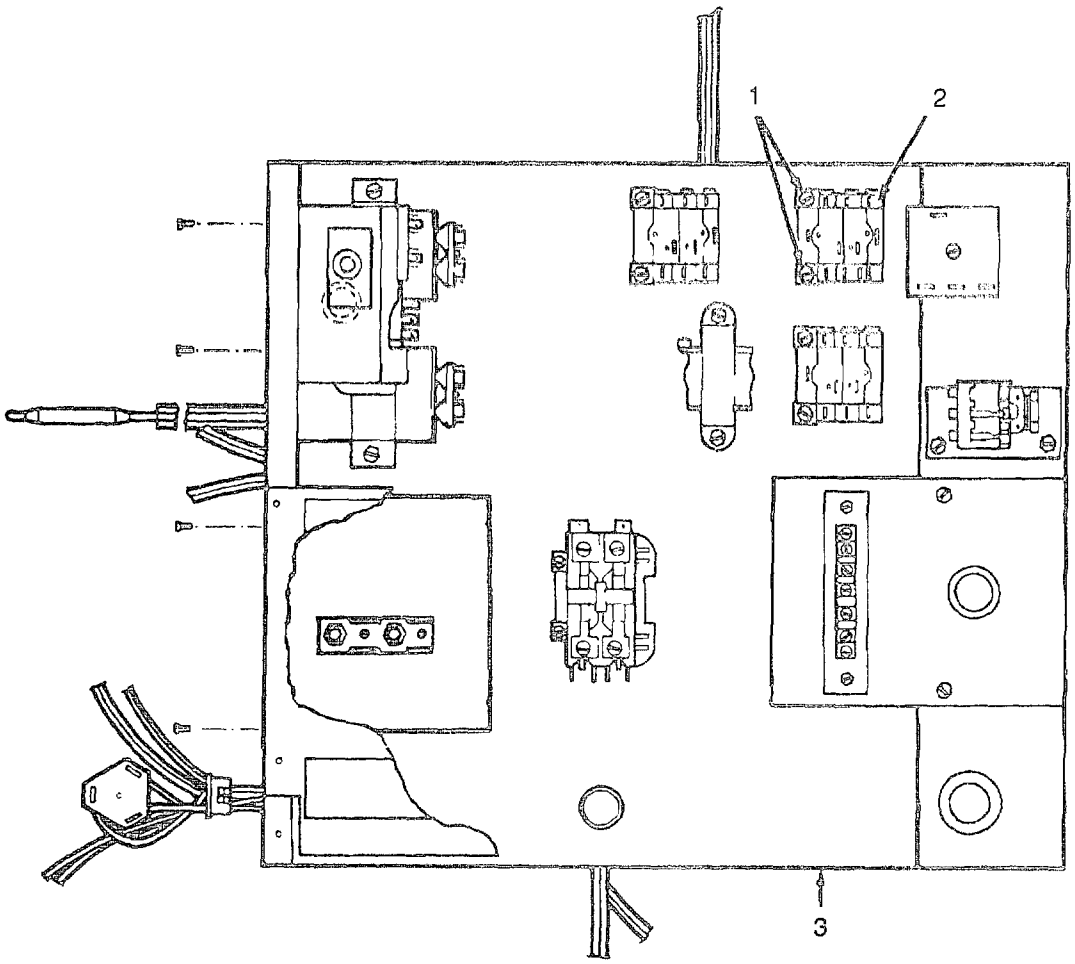

Figure 4-25. Heat Relay
(1) Check the two screws (1, Figure 4-25) attaching the heat relay (2) to the control box (3). Tighten if required.
(2) Install the control box cover. See para 4-23.
(3) Install both front door assemblies. See para 4-17.
(1) Check the heat relay (2, Figure 4-25) with a multimeter. The multimeter should show the relay opening and closing as you manually open and close the contact points.
(1) Tag and disconnect all wires to the heat relay (2, Figure 4-25).
(2) Remove the two screws (1) from the heat relay (2) and pull the heat relay out of the control box (3).
(1) Install the heat relay (2, Figure 4-25) In the control box (3) with the two screws (1).
(2) Connect the wires as tagged and remove the tags.
(3) Install the control box cover. See para 4-23.
(4) Install both front door assemblies. See para 4-17.